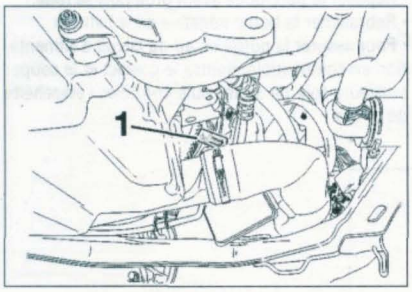

FIGURE 1-6
• Mettre en place un outil de blocage (1) approprié (outil PSA 0188.F) pour immobiliser le volant moteur en rotation **(figure 1-6)**.